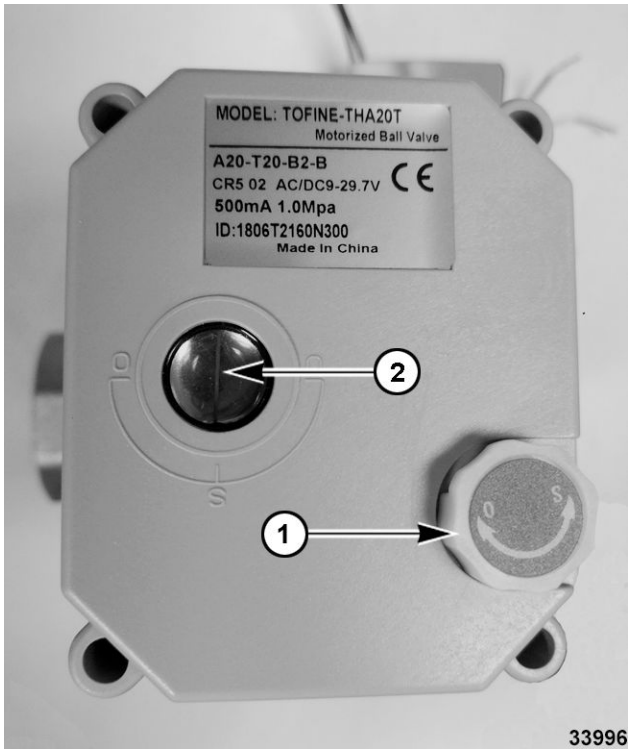

Fig. 35
A. Pull knob (1, Fig. 35) out and turn while watching indicator window. Verify red line inside indicator window (2, Fig. 35) is vertical (closed position) with valve body.